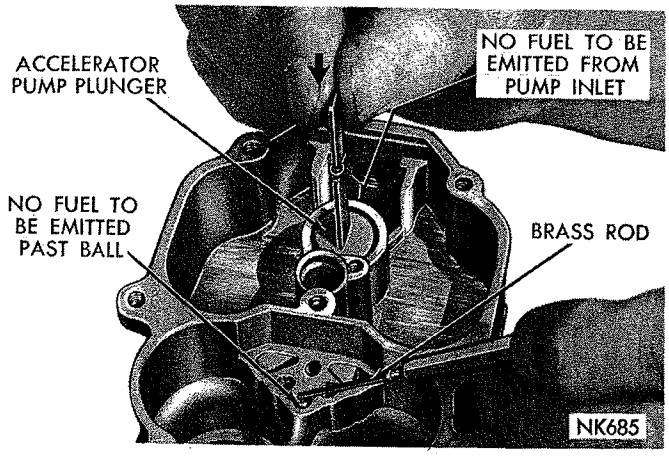

***Fig. 9—Testing Accelerator Pump Intake and Discharge Check Balls***
(4) Using a small clean brass rod, hold discharge check ball down firmly on its seat. Again raise the plunger and press downward. No fuel should be emitted from either the intake or discharge passage, as shown in (Fig. 9).